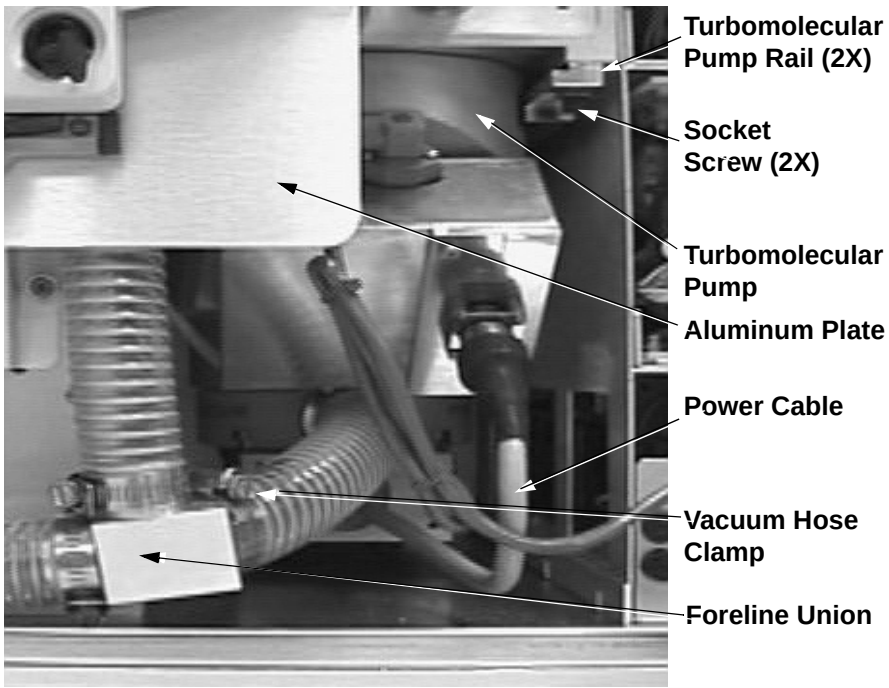

Figure 5-16. Turbomolecular pump
5. Loosen the hose clamp that secures the vacuum hose to the tee (P/N 97144-20031) See Figure 5-16. Disconnect the vacuum hose from the tee.
To reinstall the turbomolecular pump, proceed as follows (see Figure 5-16):